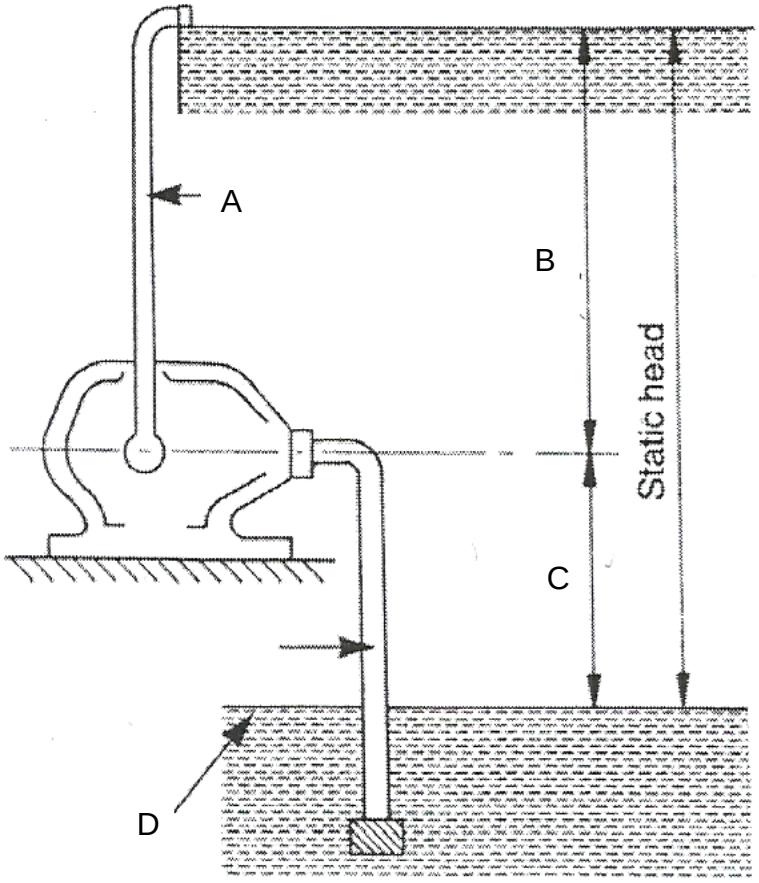

FIGURE 3 (4)
9.3 FIGURE 3 shows how a static head is obtained. Label the sketch by writing down the answer next to the letter (A–D) in your ANSWER BOOK.